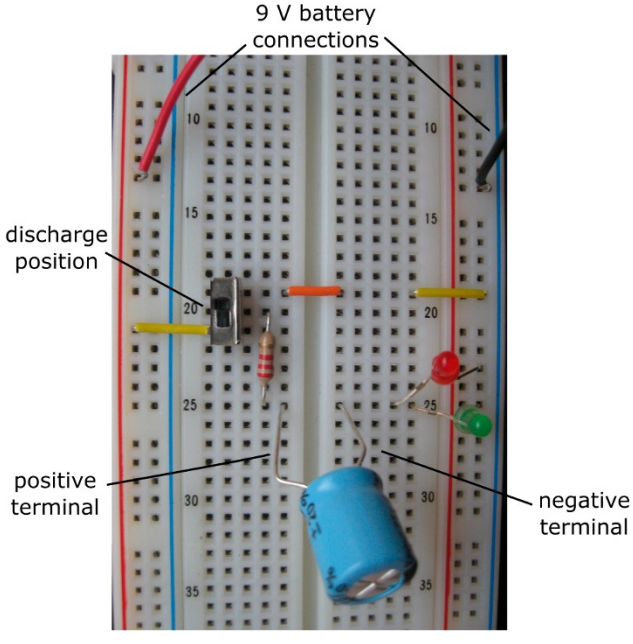

Figura 7-4: Configuración del circuito de carga/descarga de condensadores.
Usando la Figura 7-4 como guía, configure el circuito siguiendo estos pasos:
Utilicé dos cables puente pequeños y conexiones internas de la placa de pruebas para conectar el interruptor al riel de alimentación negativo (consulte la Figura 7-4), pero puede utilizar un cable más largo para conectar la terminal del interruptor directamente al riel de alimentación negativo.
4. Coloque el control deslizante del interruptor hacia el terminal del extremo superior. Esta posición de descarga se muestra en la Figura 7-4.